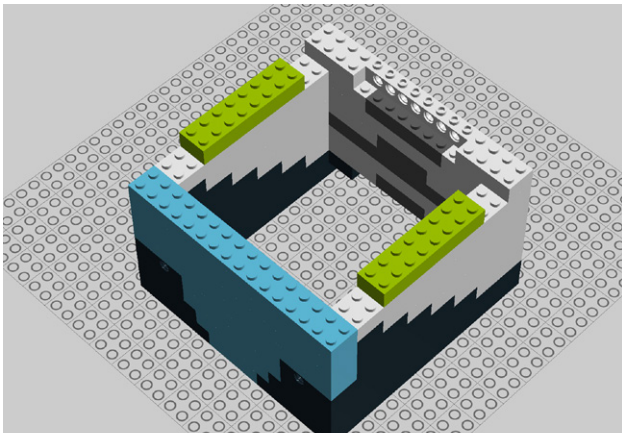

Figure 9-41. *Step 36: Adding a pair of 2x8 bricks*
36. Next, add two 2x8 bricks (Figure 9-41).